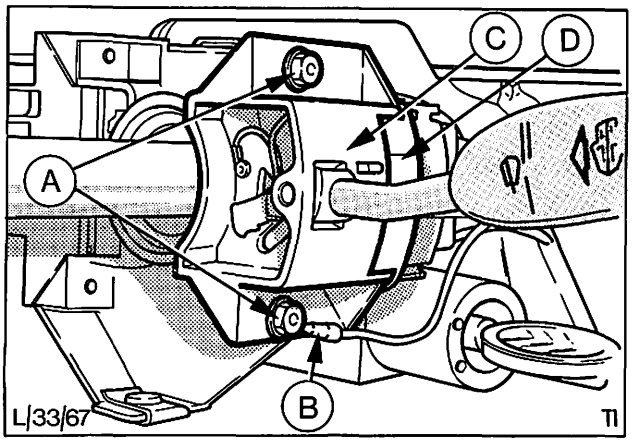

Abb. 83 A = Befestigungsschrauben – Schalter
3. Schrauben (2) und Masseleitung entfernen sowie Lichtschalter komplett vom Mantelrohr lösen, Abb. 83.
6. Lichtschalter an der Halterung – Lenkradsäule ausrichten und mit 2 Schrauben befestigen, dabei Masseleitung (braunes Kabel) mit unterer Schraube befestigen, Abb. 83.